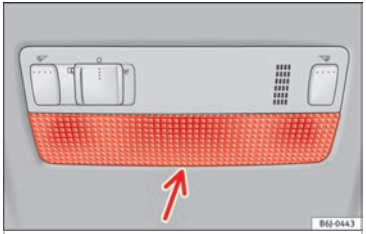

Fig. 109 Front reading light.
– Insert a fine screwdriver between the casing and the glass ››› **Fig. 109**.